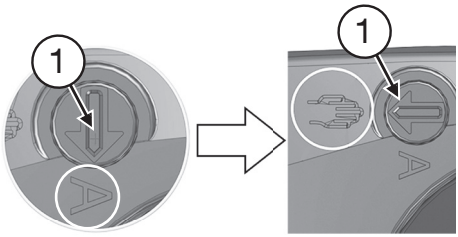

Fig. 11
2. Régler l'interrupteur (1) sur service manuel en le tournant avec un tournevis vers la droite de 90°, de sorte que la fente se trouve en position horizontale, et que la flèche pointe sur le symbole «main» (fig. 11).